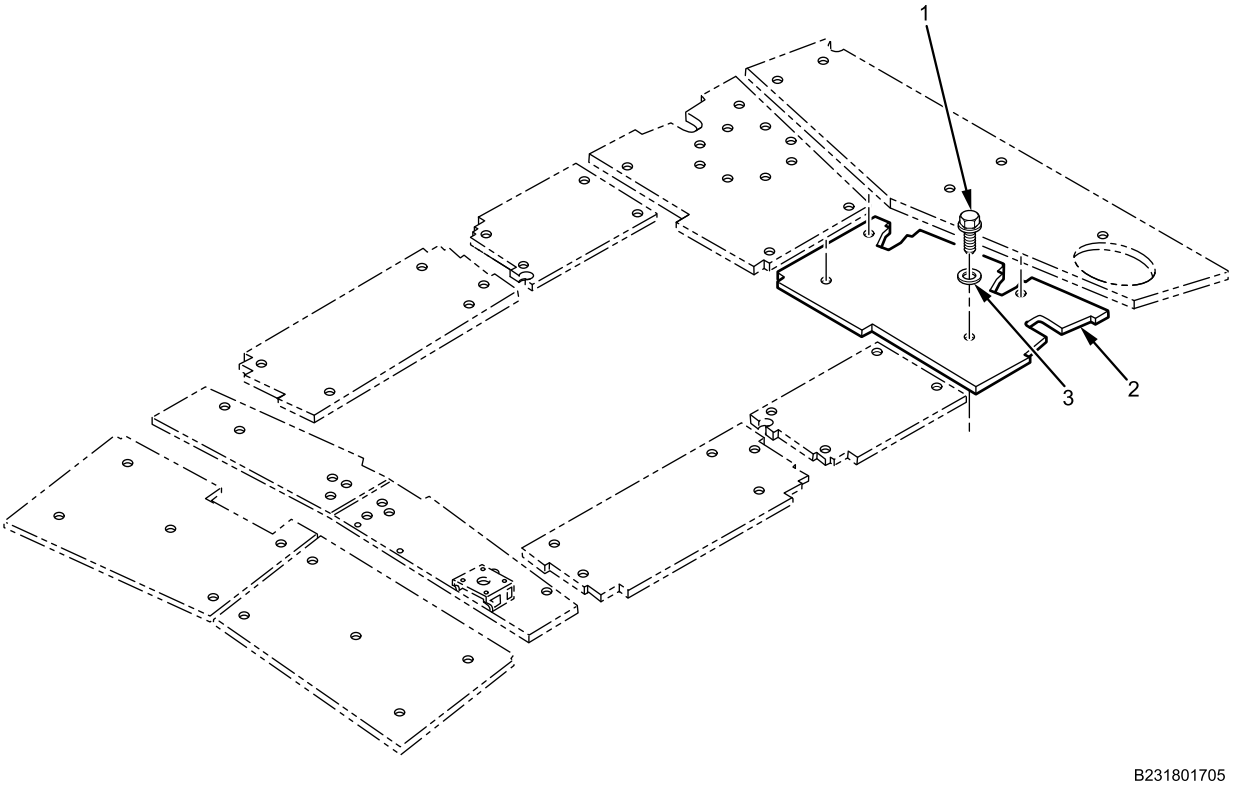

Figure 2. Roof Armor Rear Panel.
1. Apply corrosion preventive compound on four roof armor mounting bolts (Figure 2, Item 1).
2. With assistant, install roof armor rear panel (Figure 2, Item 2).
3. Install four bolts (Figure 2, Item 1) and washers (Figure 2, Item 3). Torque bolts (Figure 2, Item 1) to 34-38 lb-ft (46-51 N•m).